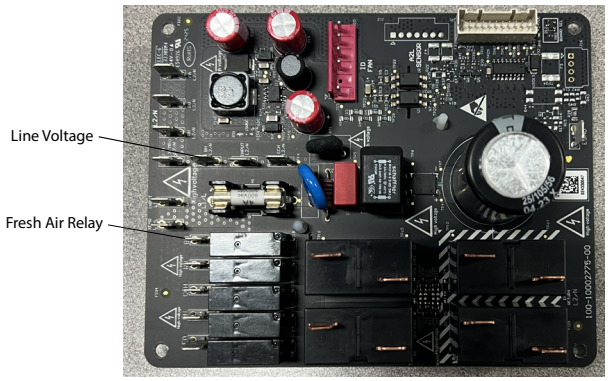

Figure 445.1 (Relay PCB)
Line Voltage will be supplied to the fresh air fan(s) and fresh air dampener motor(s) via the Relay PCB (Variable board). and the fresh Air Relay. See figures 445.1 and 446.1. See figure 401 for relay..
1. Check for line voltage across the line voltage terminal and relay terminal of the Relay PCB. See Figure 445.1.